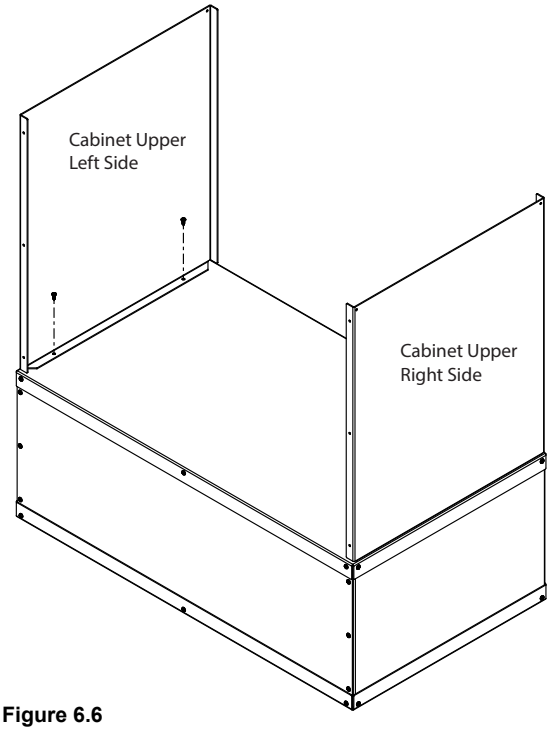

Figure 6.6
6. Assemble cabinet upper right side to cabinet lower top using 2 screws. See Figure 6.6.